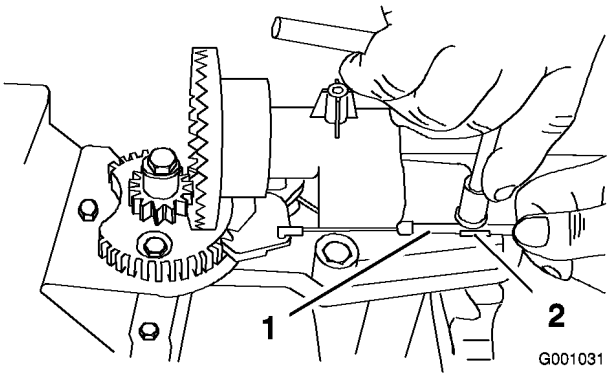
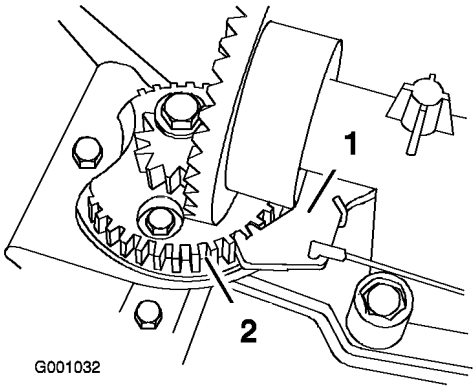

Figur 55
Figur 56
2. Lossa bulten på kabelklämman (Figur 55).
3. Ta tag i kabelledningen och rör den mot maskinens främre del tills spärrhaken på utkastaren helt hakar in i kugghjulets kuggar (Figur 55 och Figur 56).
Obs: Spärrhaken är fjäderupphängd och kommer att röra sig in i kuggarna på kugghjulet av sig själv (Figur 56).